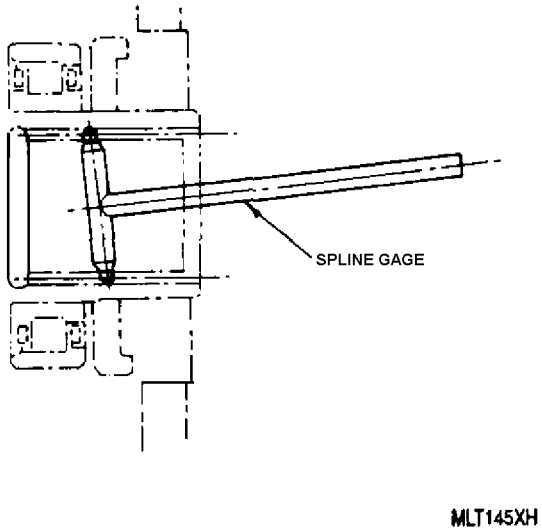

Figure 19. Checking Lining with 6796373 Facing Trim Gage
b. Insert 6872245 gage in a vertical position (figure 19).